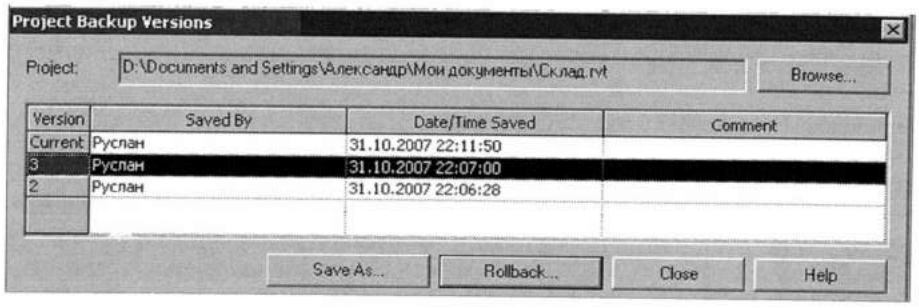

Рис. 28.11. *Возврат к старой версии*
2. Найти архивную папку проекта с резервными копиями и нажать **Open**. Откроется бокс **Project Backup Versions** (Версии резервных копий проекта) (рис. 28.11).